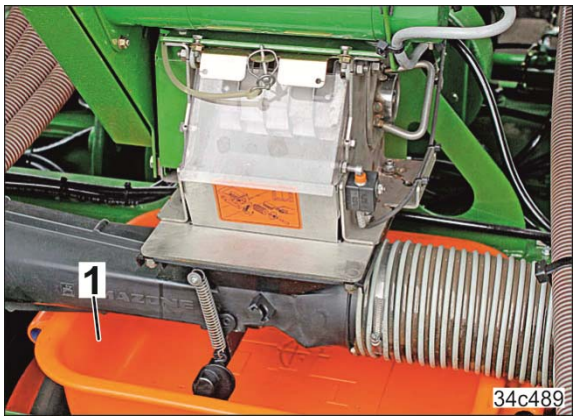

Fig. 177
6.1 Die Mulde (Fig. 177/1) unter den Dosierer schieben und die Injektorschleusenklappe öffnen (siehe Kap. 8.3, Seite 114).